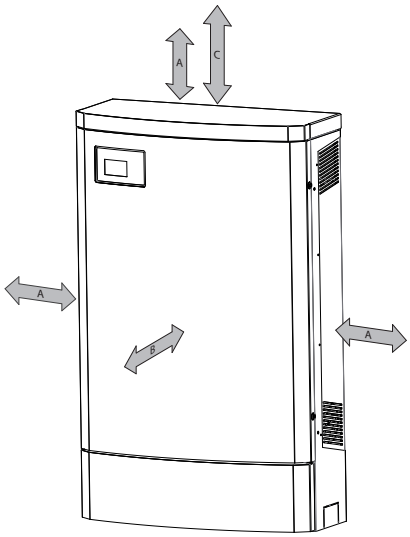
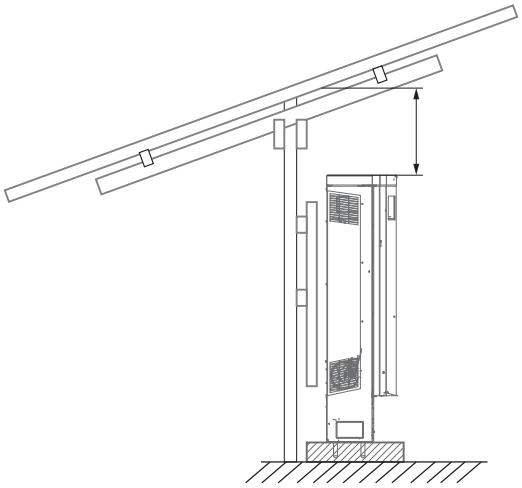

*Fig. 7:* Minimum clearances
*Fig. 8:* Installation below PV support system
- Minimum clearance during installation: [See figure 7] [▶ Page 15] and [See figure 8] [▶ Page 15]